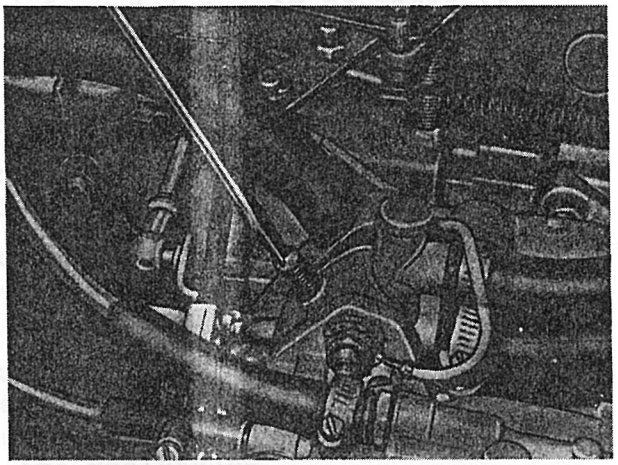

Afb. 2.6.4. Kwantiteitsregel-schroef op carburator
(6) Draai de kwantiteitsregelschroef enige slagen uit (zie afb. 2.6.4.); het motortoerental zal nu oplopen.
(7) Draai de kwantiteitsregelschroef langzaam in totdat de CO-emissie 3 ± 0,5% bedraagt. Het motortoerental loopt hierbij juist niet terug.